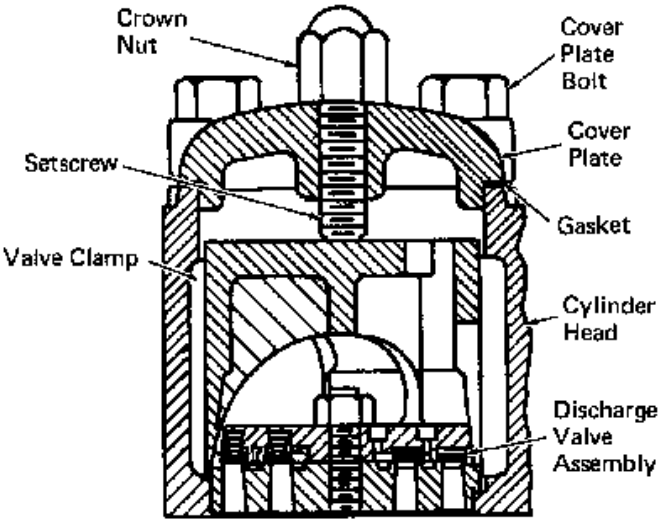

Fig. 11 - Discharge Valve Removal
1. Back off the crown and setscrew, Fig. 11, at the center of the cover plate.